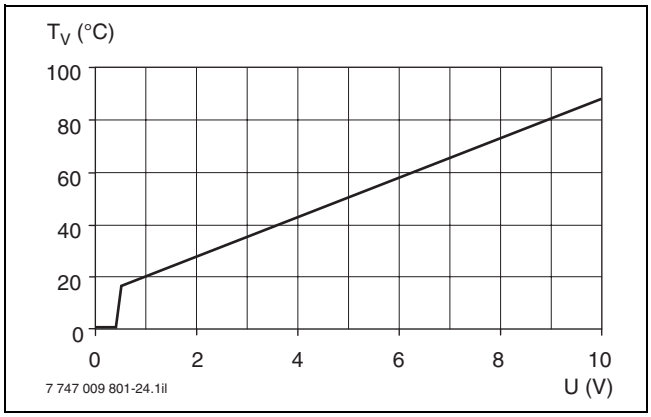

Bild 59 Kennlinie Störmeldemodul EM10 (Sollwerte)
Anhand eines 0-10-VDC-Signals ist eine Steuerung über die Vorlauftemperatur oder über die Leistung möglich (→ Bild 59).
- Ansteuerung des Heizkessels mit einem externen 0-10-V-Gleichspannungssignal. Über dieses Gleichspannungssignal wird dem Heizkessel eine Vorlauftemperatur vorgegeben (→ Bild 59).